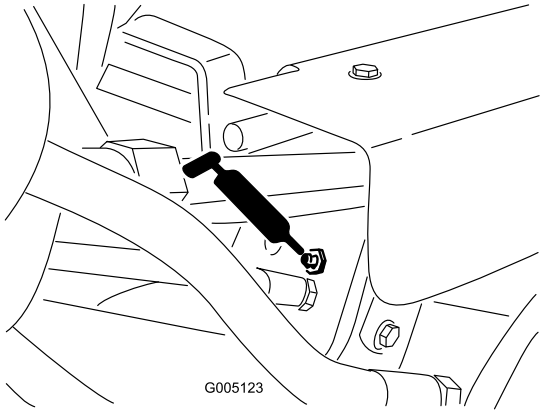

Figura 40
- Cilindros de elevación (3) (Figura 40)